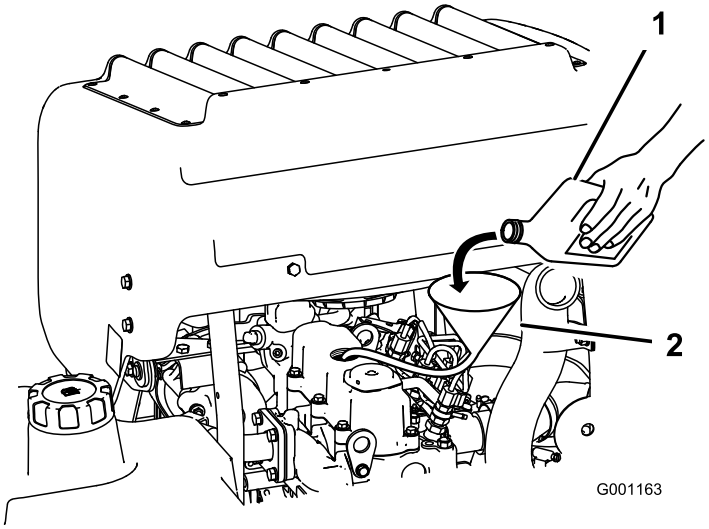

Figuur 34
3. Gebruik een slang en een trechter om motorolie bij te vullen (Figuur 34).